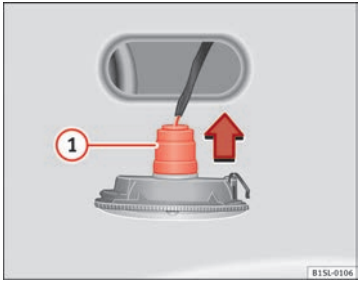

Fig. 161 Side turn signal: Changing the bulbs
3.	Remove the side turn signal from the chassis by leverage (2).
4.	Remove the bulb holder with the bulb in the direction of the arrow ⇒ Fig. 161 (1).